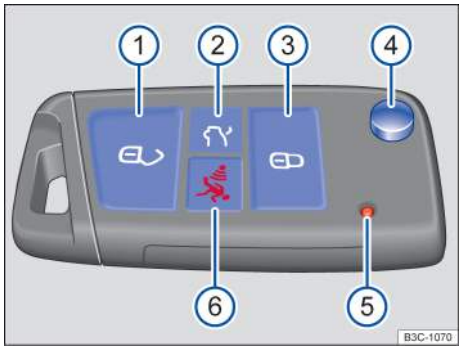

Fig. 48 Remote control vehicle key with panic button.
Key to fig. 48:
- *To fold the key bit out:* Press button → fig. 48 (4) to release the key bit and fold it out.
- *To fold the key bit in:* Press the button (4) and push the key bit in until it clicks.
Press the panic button → fig. 48 (6) only in emergencies! After pushing the panic button, the horn will sound and the turn signals will flash. Press the panic button again or press the button on the remote control vehicle key to switch off the panic feature.